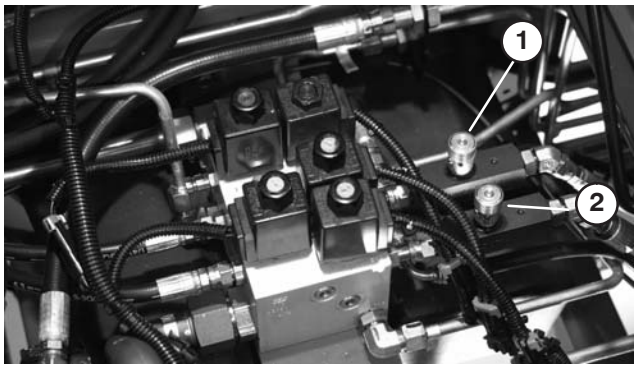

Bild 8
2. Stellen Sie mit den Ventilen unter dem Sitz die vorderen Mähwerke ein (Bild 8).